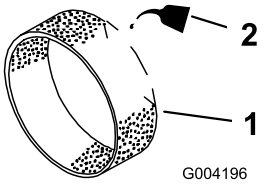

Figur 18
3. Giv forfilteret (Figur 18) 29,6-59,1 ml olie.